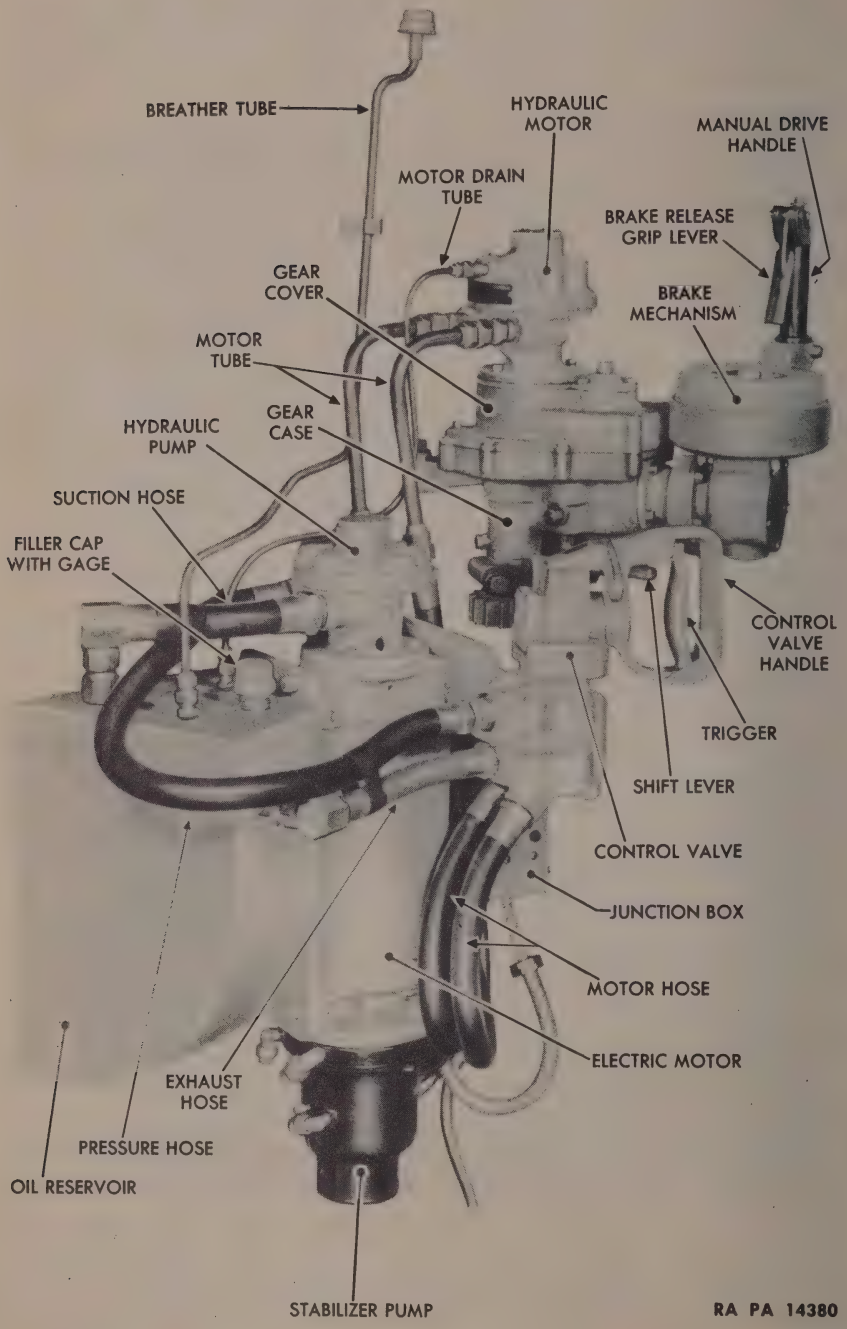

Figure 29—Hydraulic Turret Traversing Mechanism for Medium Tanks M4 and M4A1
(6) For tracking targets, the turret can now be rotated in the desired direction by the traversing handwheel (clockwise for right-hand rotation and counterclockwise for left-hand rotation). The traversing speed is in direct relation to the speed with which the handwheel is turned. Accordingly, the speed of the target will determine the speed at which the handwheel must be turned in order to lead the target.
(7) For changing rapidly from one target to another, either of the two-way, high-speed traversing switches may be used. The gunner's switch is located on top of the gear and control box, directly ahead of the handwheel. The tank commander's switch is located on the turret ceiling to the left front of the turret hatch. For high-speed turret traverse to the right, push the switch lever to the right. Pushing it to the left turns the turret in the opposite direction, or to the left.
(8) To return the traversing mechanism to manual operation, depress the locking lever and push the handwheel forward into manual position, seating the flange of the lever in the rear groove of the shaft.
(9) If the stabilizer is not to be used, turn the motor switch in either direction to the "OFF" position.
(10) Lock the turret by turning the turret clamp handwheel all the way to the left or counterclockwise, rotating the turret slightly, if necessary, to engage the clamp in the gears.
a. Description of Power System. Some M4 and M4A1 Tanks are equipped with a hydraulically operated turret traversing mechanism. In this installation the turret is traversed by means of a gear mechanism operated by an oil-driven hydraulic motor. The system provides for a supply of oil under pressure which is fed to one side or the other of the hydraulic motor, the direction and rate of flow, and rotation, being determined by a manually operated control valve. The operation of the system can be best understood by studying the illustrations (figs. 29 and 30) in connection with this description. The high oil pressure needed to traverse the turret is supplied by the hydraulic pump, which is run by an